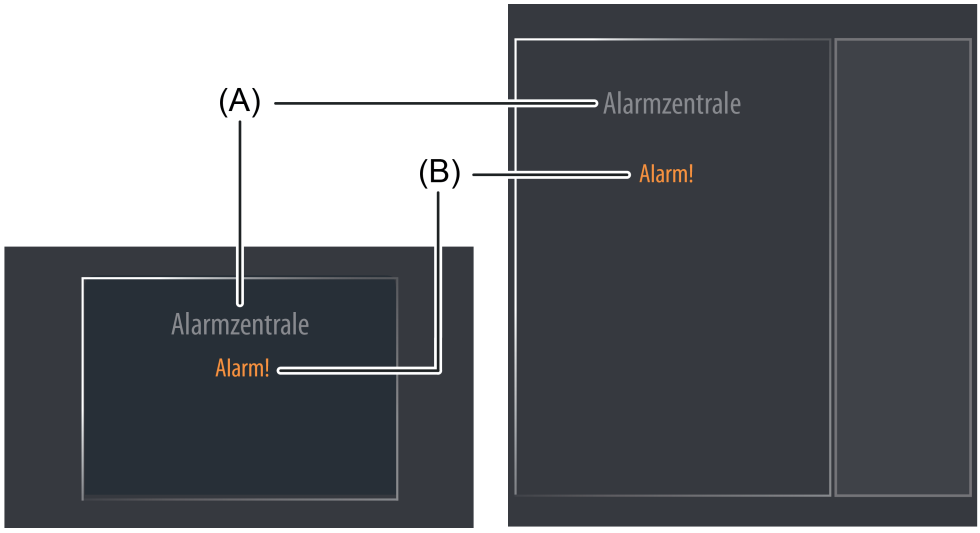

Bild 48: Beispiel für ein Anzeigeelement der KNX Funktion "ASCII Textanzeige"
Der Anzeigebereich enthält verschiedene Darstellungselemente (Bild 48), die durch Parameter beeinflusst werden. Jeder KNX Funktion kann in der Konfigurationssoftware eine Bezeichnung vergeben werden (A). Diese Text-Bezeichnung wird im Anzeigeelement zentriert zur Anzeige gebracht, wodurch steuerbare KNX Funktionen für den Anwender kenntlich gemacht werden (z. B. "Alarmzentrale"). Die Anzeige des ASCII-Textes (B) erfolgt darunter. Der Parameter "Länge des ASCII Textes" definiert die Anzahl der darzustellenden Textzeichen (max. 14). Wenn der Text mehr als die in der Anzahl definierten Textzeichen enthält, wird der Text in der Anzeige abgeschnitten.